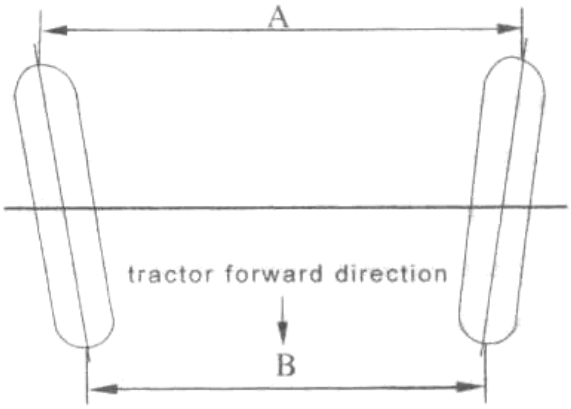

Рис. 3-19. Развал-схождение.
(1) Регулировка сход-развала: развал-схождение означает, что относительное расстояние между двумя передними колесами впереди меньше, чем сзади. См. рис. 3-19, А – В является развалом-схождения. Слишком большой или слишком маленький показатель будет причиной вибрации передних колес и увеличения износа шин, развал-схождения должен быть в пределах 6-12 мм.